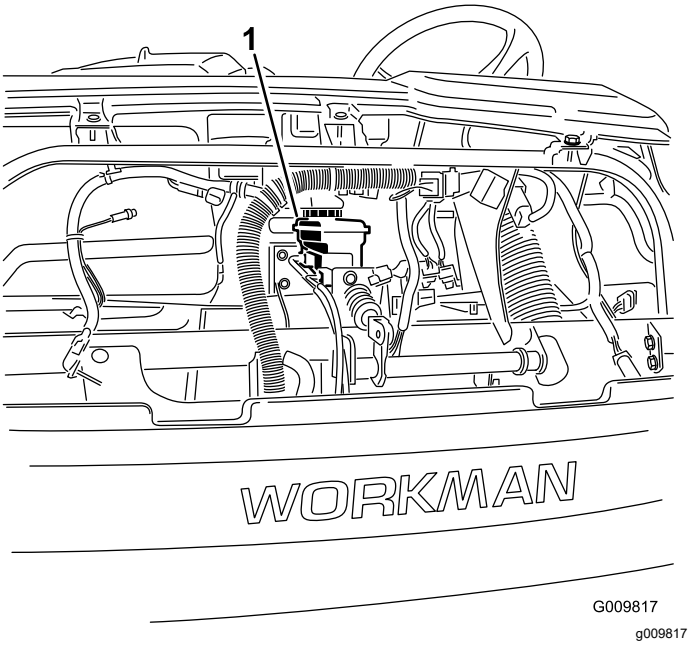

**図 57**
4. フードを持ち上げてブレーキのマスターシリンダとブレーキ液タンクにアクセスできるようにする図 57。